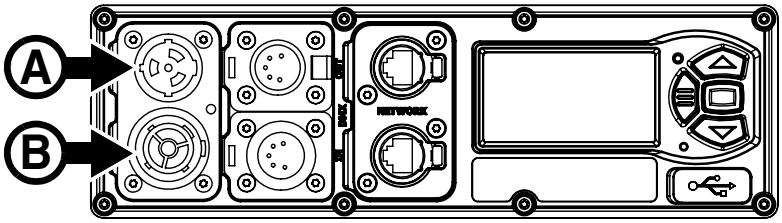

Bild 8: Netzanschlüsse
1. Siehe Bild 8. Richten Sie die Nase der Kabelbuchse mit der Nut des MAINS IN Anschlusses (**A**) aus. Schieben Sie die Buchse in den Anschluss und verriegeln Sie die Buchse durch Drehung im Uhrzeigersinn. Wenn der Verbinder schwer zu drehen ist, ziehen Sie ihn aus dem Anschluss, richten Nase und Nut aus und versuchen es erneut - wenden Sie keine übermäßige Gewalt an. Der Anschluss ist sicher verriegelt, wenn Sie ein „Klick“-Geräusch hören.
Wenn Sie Netzeingangsleitungen mit 16/20 A Belastbarkeit und Netzverbindungsleitungen mit 16/20 A Belastbarkeit von Martin verwenden (für mehr Information wenden Sie sich bitte an Ihren Martin-Händler), können Sie mehrere Geräte an einer Steckdose der Stromquelle anschließen. Verbinden Sie den MAINS THROUGH Netzausgang eines Gerätes (**B** in Bild 8) mit dem MAINS IN Netzeingang (**A** in Bild 8) des nächsten Gerätes. Beachten Sie folgende Limitierungen, um die Gefahr eines Brandes oder elektrischen Schlags zu minimieren.